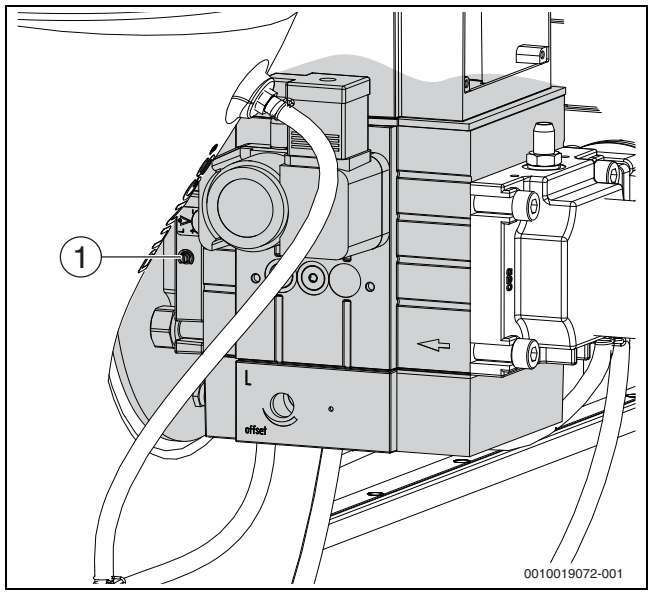

Bild 24 CO_2-Einstellung bei Volllast durchführen
- ▶ Bei CO_2-Werten unter 8,5 % oder über 9,6 % die Einstellung an der Großlast-Einstellschraube auf 9,1 % korrigieren (→Bild 24).